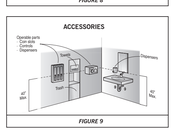

FIGURE 9
- ☐ All operable parts, including coin slots, shall be **40"** max. above the finish floor. Fig. 9